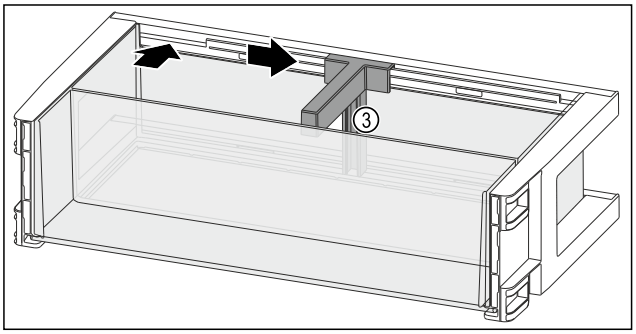

Fig. 135
- ▶ Držák lahví *Fig. 135 (3)* vložte do vybrání.
- ▶ Držák lahví *Fig. 135 (3)* posuňte na stranu do požadované polohy.